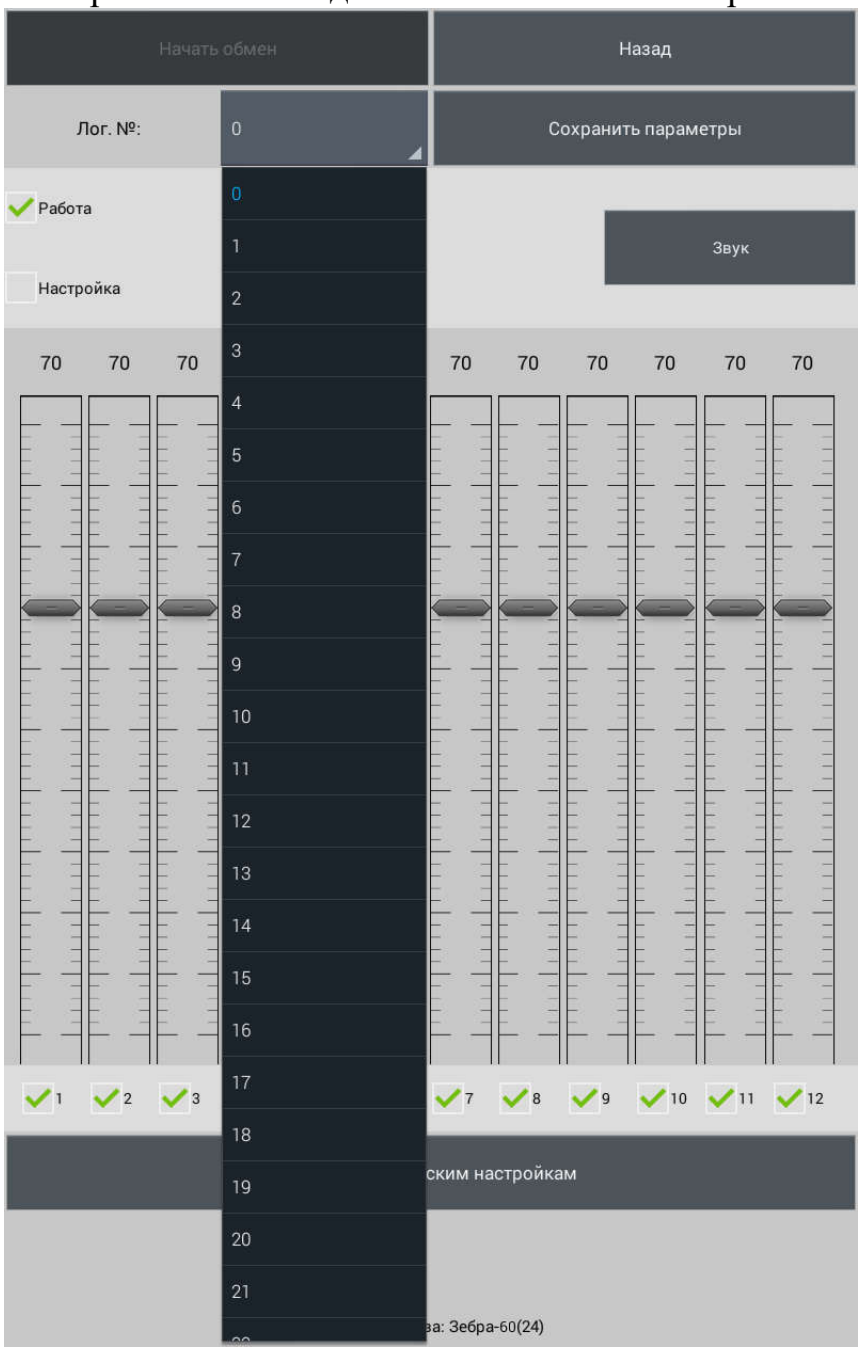

Рисунок 2.33
2.3.7.4.10 Для смены логического номера необходимо выбрать из списка новый логический номер (рисунок 2.33). После успешной смены логического номера всплывет надпись «Логический номер изменен».